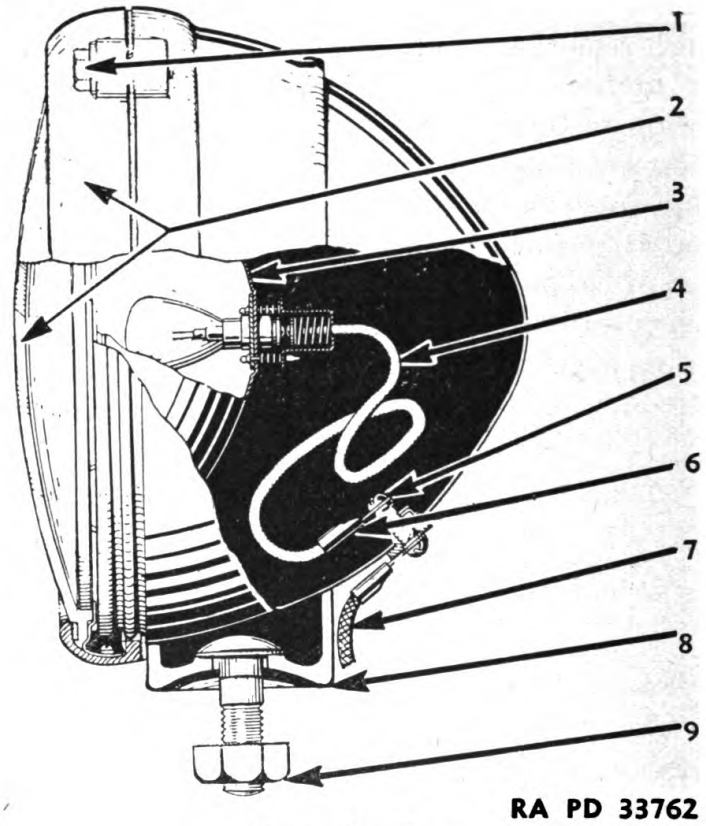

FIGURE 71.—Lamp.
61. Lamps.—*a.* Lamps (fig. 71) can be removed by disconnecting lead (7) and removing mounting bolt nut (9).
b. To disassemble the lamps, remove capscrews (1), lens (2), reflector (3), and loosen screw (5). Lead (4) can be pulled through the bulb socket after the bulb has been taken out and terminal (6) taken off the wire.